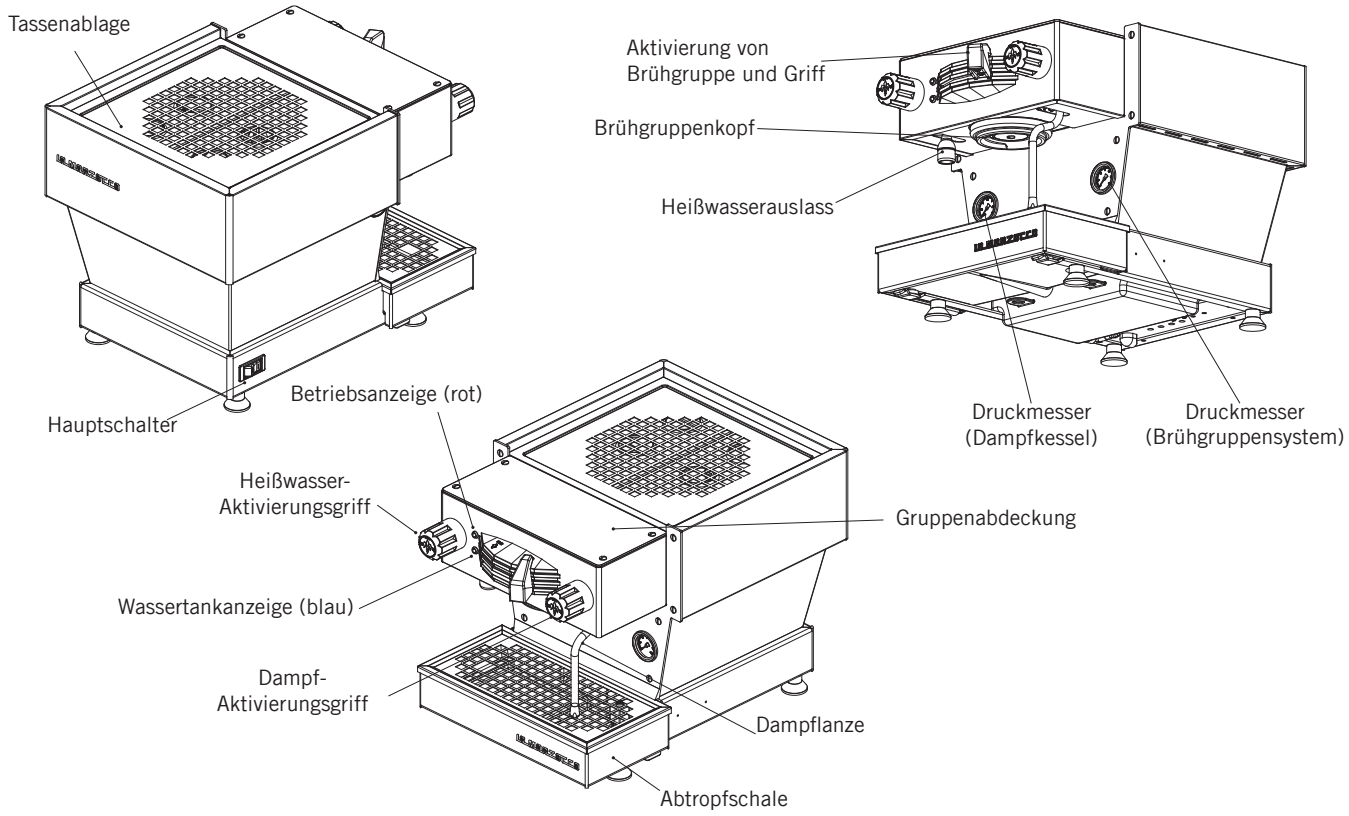

Abbildung 1 – Beschreibung des Gerätes
2. Brühen von Kaffee: Jetzt können Sie den Siebträger entfernen, um ein Kaffeegetränk zuzubereiten. Füllen Sie den Siebträger mit dem Einzel- oder Doppelsieb mit gemahlenem Kaffee. Pressen Sie den gemahlenen Kaffee mit dem mitgelieferten Stopfer und setzen Sie den Siebträger in die linea mini ein. Um den Brühvorgang zu starten, bewegen Sie den Griff von rechts nach links (siehe Abb.1 Seite 8).
Sie können heißes Wasser über den Heißwasserauslass beziehen. Um heißes Wasser auszugeben, drehen Sie die linke Taste (siehe Abb.1 Seite 8).
Heißes Wasser kann aus der Heißwasserlanze links am Gerät bezogen werden. Dies wird durch Drehen des linken Knopfs erreicht (s. Seite 8, Abb.1).